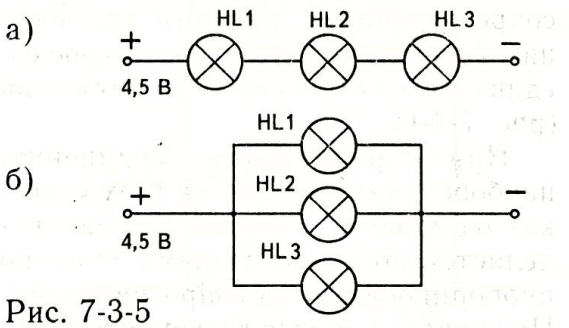

Рис. 7-3-5
1. Включите три лампы последовательно (рис. 7-3-5, а) к источнику питания и отключите любую из них. Ответьте, что случилось? Почему?
2. Включите три лампы параллельно (рис. 7-3-5, б) и отключите любую из них. Ответьте, что случилось? Почему?